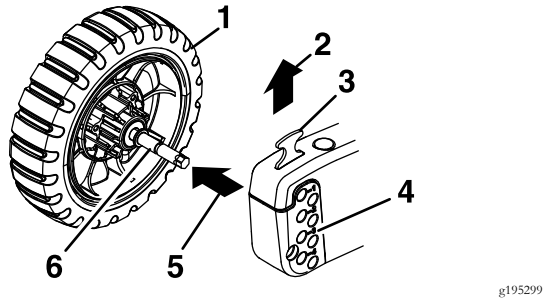

Figure 14
3. Set all four wheels to the 2 1/2 inches (6.4 cm) cutting height (see Figure 12 and Figure 14).
1. Pull up on the height lock and pull the front wheel shaft assembly outward as shown in Figure 14.